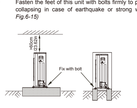

Fig.6-15
- Make concrete foundation according to the sepecif-ications of the outdoor units.*(Refer to Fig.6-15)*
- Fasten the feet of this unit with bolts firmly to prevent it from collapsing in case of earthquake or strong wind.*(Refer to Fig.6-15)*